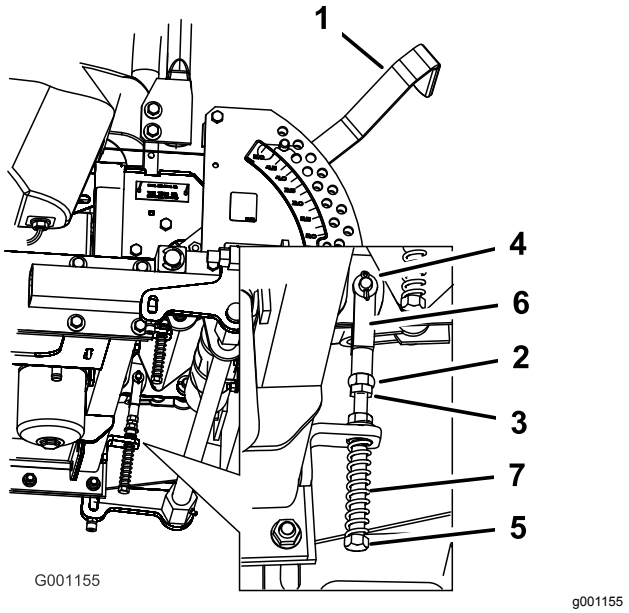

**Figuur 97**
8. Als de rijhendel moet worden afgesteld, draait u de moer en de contramoer tegen de gaffel (Figuur 97).
9. Oefen een lichte achterwaartse druk uit op de rijhendel en draai de kop van de stelbout in de juiste richting totdat de rijhendel in de VERGRENDELDE NEUTRAALSTAND is gecentreerd (Figuur 97).
10. Draai de moer en de contramoer vast (Figuur 97).